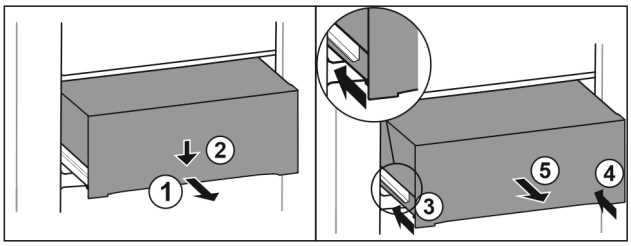

Fig. 161
▶ Pull out drawer half-way. *Fig. 161 (1)*
▶ Push the drawer down at the front. *Fig. 161 (2)*
▶ Push the left rail in by about 2 cm. *Fig. 161 (3)*
▶ Push the right rail in by about 2 cm. *Fig. 161 (4)*
▶ Remove drawer to the front. *Fig. 161 (5)*